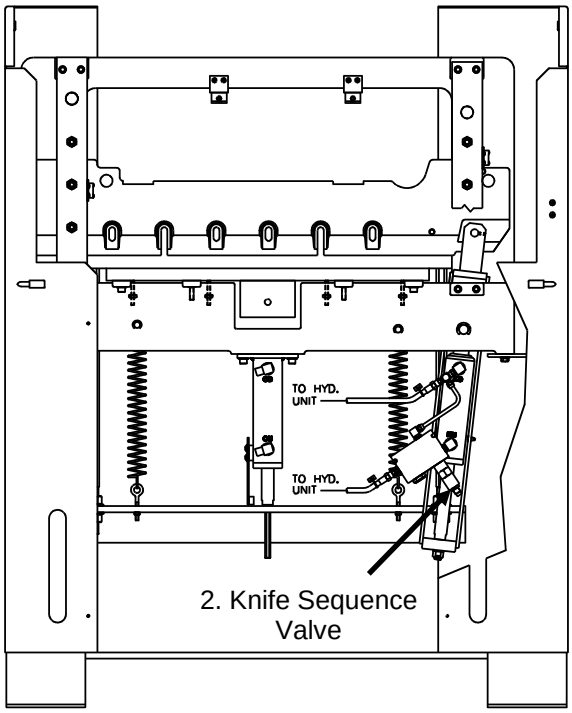

Figure 32
2. KNIFE DOWN SEQUENCE PRESSURE: Begin a cut cycle and read the knife sequence pressure from the main system gauge as the knife is traveling down (after the clamp reaches the table). The pressure should read 1,200 psi. If necessary, adjust the knife sequence valve (Figure 32) to obtain the proper reading.